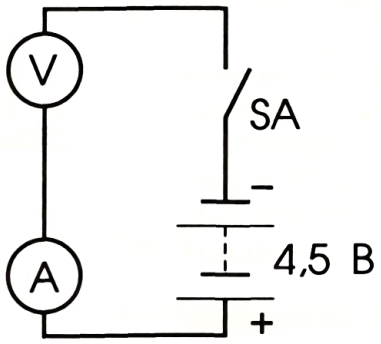

Рис. 7
3. Что показывают приборы, включенные в электрическую цепь, собранную по рис. 7? Ваш вывод проверьте на опыте.